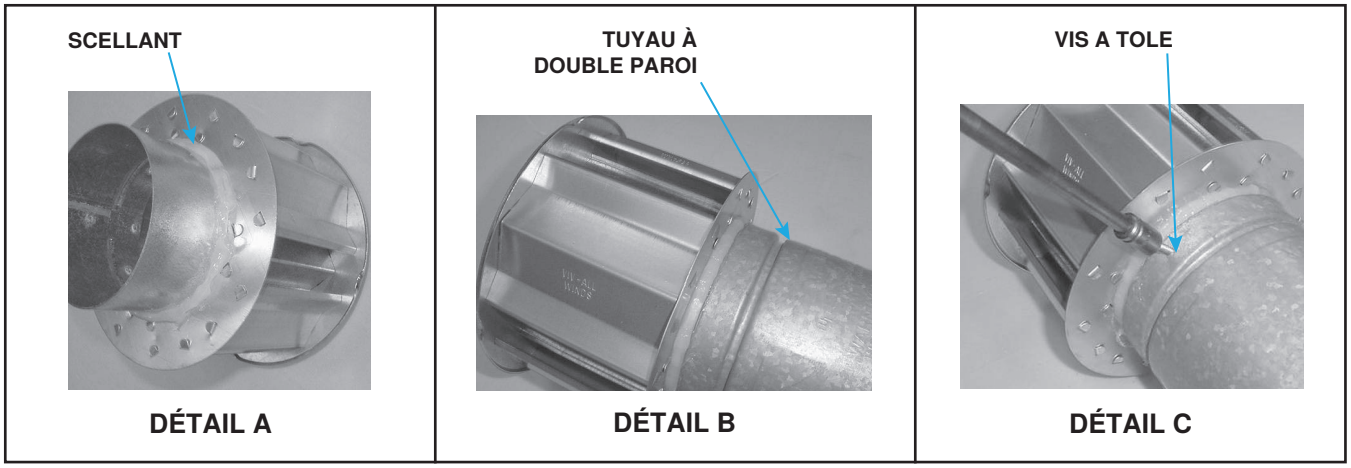

Figure 10. Raccordement d'un tuyau à double paroi (type B) au bouchon d'évent
a. Appliquez un cordon de silicone de 3/8 pouce (9.525 mm) en continu sur la circonférence du collier du chapeau d'évacuation. Cette application sert à éviter les infiltrations d'eau à l'intérieur du tuyau d'évacuation à double paroi (voir **Figure 10**, DÉTAIL A).
b. Effectuez l'étape 2 immédiatement après l'étape 1. Positionnez le collier du chapeau d'évacuation à l'intérieur de la paroi interne du conduit à double paroi. Insérez le conduit le plus profondément possible (voir **Figure 10**, DÉTAIL B).
d. Fixez solidement le chapeau d'évacuation au tuyau à double paroi en perçant le collier du chapeau d'évacuation et en utilisant une vis à tôle de 3/4 pouce (19.05 mm) de longueur. Ne serrez pas la vis plus qu'il ne faut (voir **Figure 10**, DÉTAIL C).